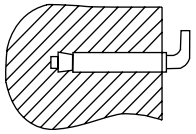

Рис. 6
1. Определите точки для отверстий под распорные болты с крюками (определяются в соответствии со спецификацией прибора, который вы выбрали). Просверлите в стене два отверстия соответствующей глубины с использованием сверла, подходящего по размеру под распорные болты, прилагаемые к водонагревателю, вставьте винты, поверните крюк вверх, плотно затяните гайки и затем повесьте электрический водонагреватель на эти крюки (см. Рис. 6).